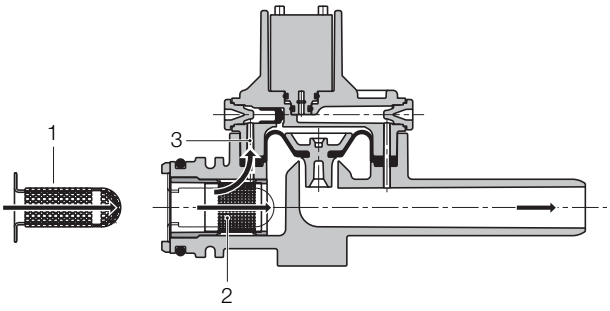

afbeelding 4
- magneetventiel [afbeelding 4], dat met een dubbel filtersysteem is uitgerust en via een by-pass kanaal (3) wordt gestuurd, ter verhoging van de betrouwbaarheid. De 2 filters zijn de:
- korffilter (1) met maaswijdte van 1,0 mm (vervangbaar)
- zelfreinigende vaste radiale filter (2) met maaswijdte van 0,05 mm (niet vervangbaar) ter bescherming van het by-pass kanaal (3)